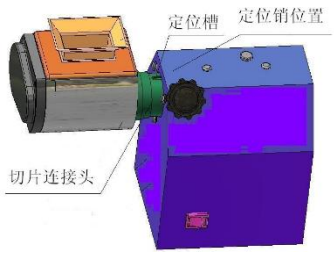

Рис.2
2. см. рис. 2, держите режущую головку и совместите паз головки со штифтом в корпусе, вставьте режущую головку в корпус примерно на две трети.